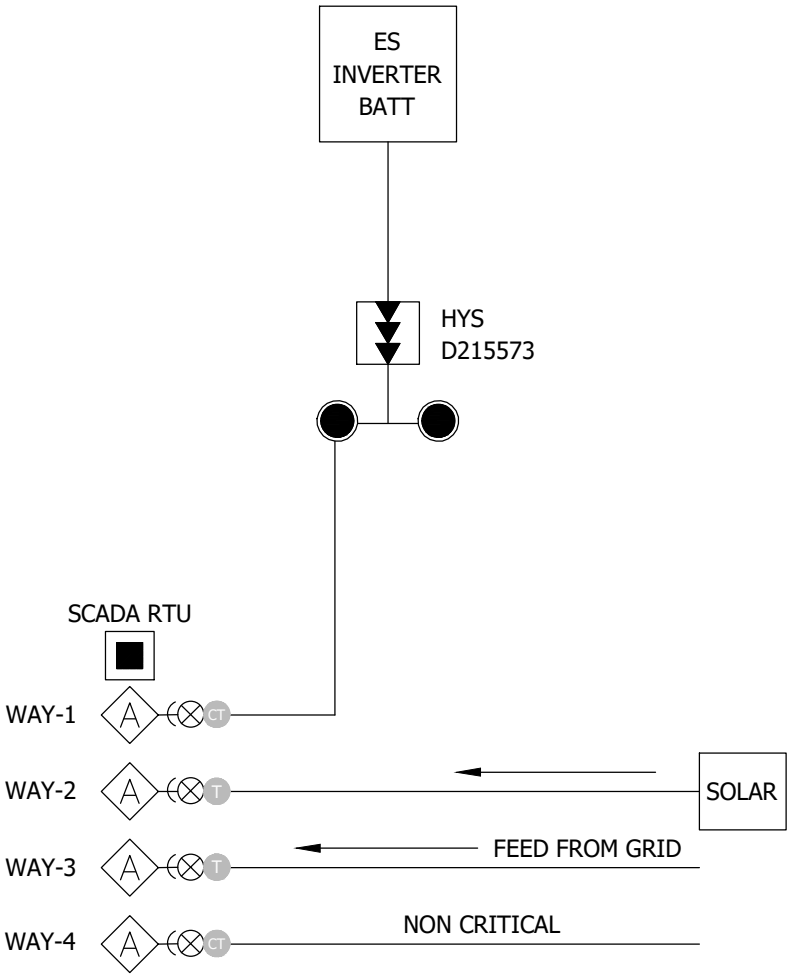

FIGURE 2
(D) CONFIGURATION 02 (TRADITIONAL SCADA TRAYER), SEE FIGURE 2: